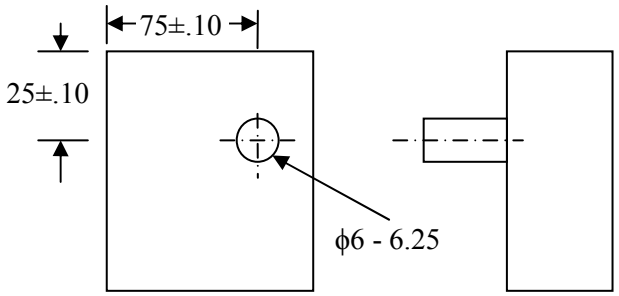

Fig 1
Q.1 **(a)** Convert the drawing given in figure 1 from plus and minus to true position tolerancing. Also dimension the mating part containing the bore using the datums, base dimensions and position tolerance so it is compatible with the first part. **07**